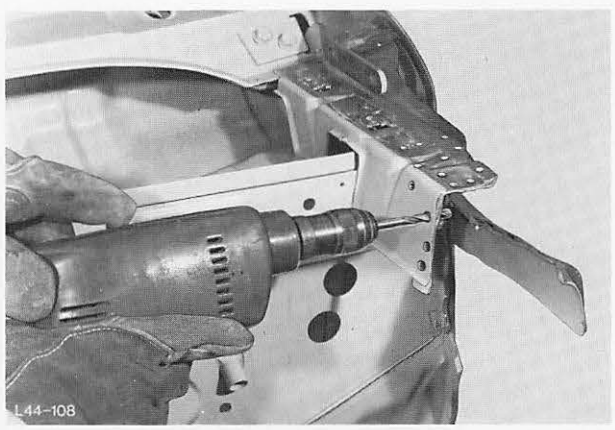

Abb. 106 Blechreste an Seitenblech ausbohren
12. Blechreste von Punktflansche entfernen, Abb. 106.